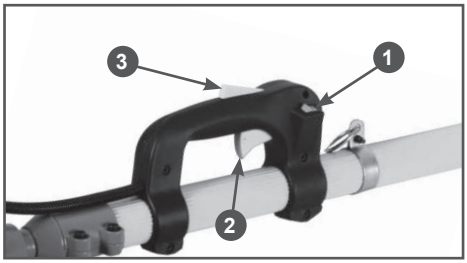

Рис. 9 Органы управления на рабочей рукоятке
5. Выключатель зажигания 1 (Рис.9) установите в положение «I» (ВКЛЮЧЕНО).
6. Нажмите на предохранительный рычаг 3 и рычаг газа 2 (Рис. 9). Удерживая их в нажатом состоянии, проверните коленчатый вал двигателя ручным стартером до тех пор, пока не почувствуете сопротивление, затем медленно опустите ручку стартера вниз. Снова медленно потяните за ручку стартера, пока не почувствуете, что стартер вошел в зацепление с маховиком, после чего, резко и с усилием потяните за ручку стартера и запустите двигатель. Повторите это действие 5-6 раз до первой вспышки в двигателе. Двигатель при этом сразу глохнет.
8. Нажмите на предохранительный рычаг 3 и рычаг газа 2 (Рис. 9). Удерживая рычаги в нажатом состоянии, проверните коленчатый вал двигателя ручным стартером до тех пор, пока не почувствуете сопротивление, затем медленно опустите ручку стартера вниз. Снова медленно потяните за ручку стартера, пока не почувствуете, что стартер вошел в зацепление с маховиком, после чего, резко и с усилием потяните за ручку стартера и запустите двигатель. При необходимости повторите.
Для мгновенной остановки двигателя переведите выключатель 1 (Рис. 9) в положение «О».